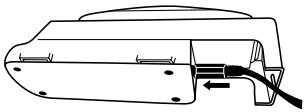

Fig. 1a
- Carregador de Bateria Individual da Série TR-341N da 3M™: Insira o cabo de alimentação do TR-941N de corrente CC no berço (Fig. 1a). Plugue (conecte) o cabo de alimentação numa fonte de energia AC (100-240 V), como uma tomada de parede.